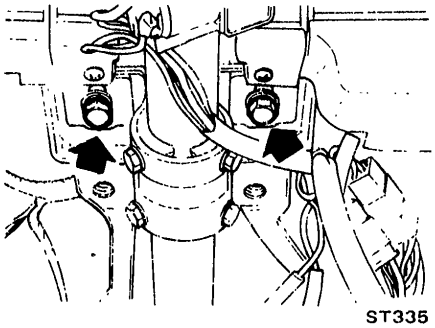

Fig. ST-6 Removing column clamp securing bolts
6. Supporting steering column at the top portion, remove two column clamp securing bolts. See Figure ST-6.